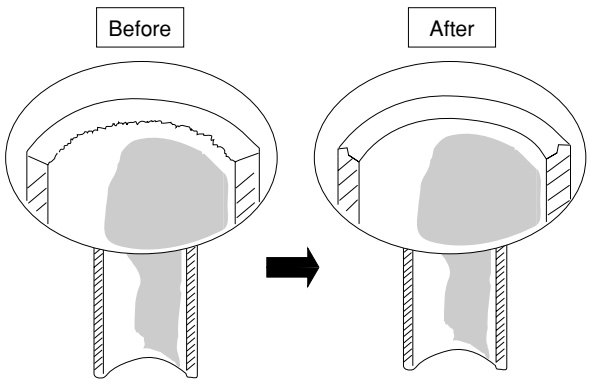

**Fig. 7-1**
(1) Cut the copper tube to the required length with a tube cutter. It is recommended to cut approx. 30 – 50 cm longer than the tubing length you estimate.
(2) Remove burrs at each end of the copper tubing with a tube reamer or file. This process is important and should be done carefully to make a good flare. Be sure to keep any contaminants (moisture, dirt, metal filings, etc.) from entering the tubing. (Figs. 7-1 and 7-2)